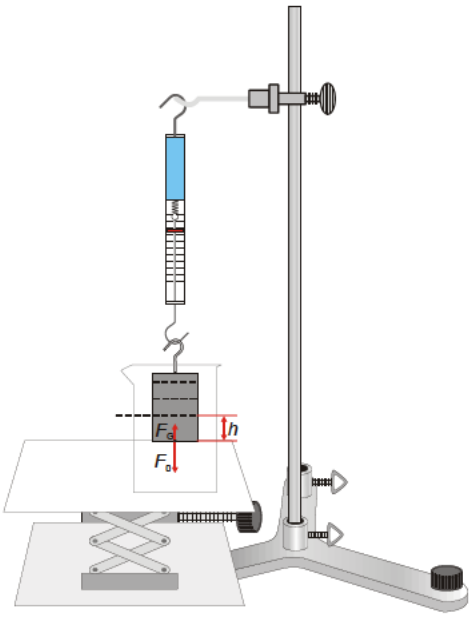

Fig. 2 Aufbau zur Bestimmung der Auftriebskraft
- Becherglas mit 400 ml Wasser füllen und Experiment gemäß Fig. 2 aufbauen.